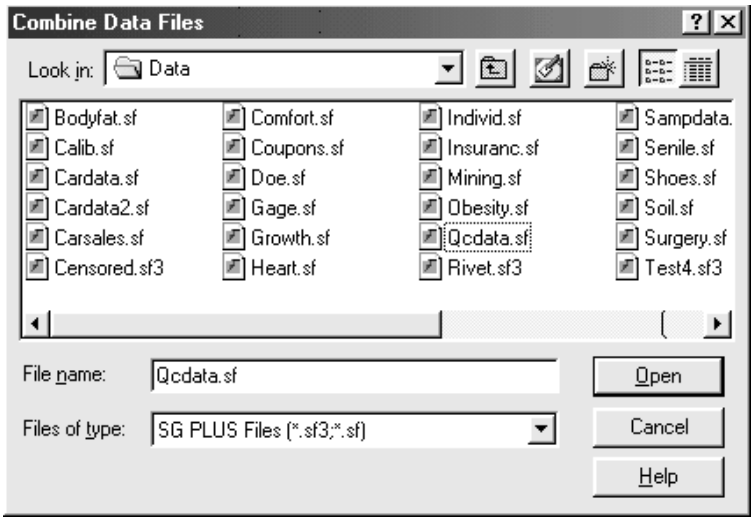

Figure 3-2. Combine Data Files Dialog Box
2. Choose FILE... COMBINE... COMBINE [*n*]... to display the Combine [*n*]... dialog box (see Figure 3-2).